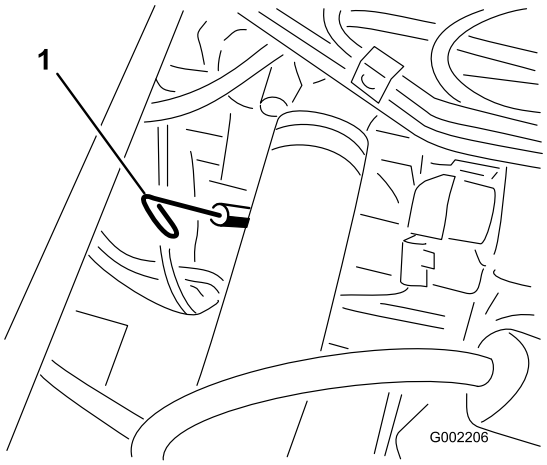

Figur 15
2. Fjern målepinden, der er placeret under passagersædet, og aftør den med en ren klud (Figur 15). Sæt målepinden ned i røret, og sørg for, at den sidder helt i bund. Fjern målepinden, og kontroller oliestanden.